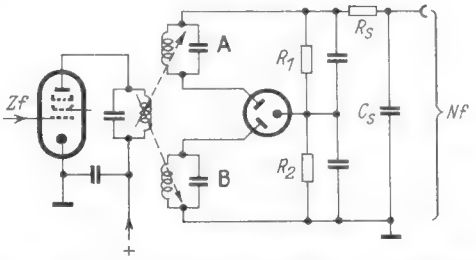

Bild 10. Induktive Ankopplung des Diskriminators an den Zf-Verstärker über einen Primärkreis
b) über einen Primärkreis $L_0 C_0$ erfolgen, der an der Anode der letzten Zf-Stufe liegt und auf die Trägerfrequenz abgestimmt ist. An diesen Kreis sind die beiden Diskriminatorkreise A und B induktiv angekoppelt (Bild 10). Vorteil: Einfachheit der Schaltung; Nachteil: Schwierigerer Abgleich der Kreise A und B, da sie über den Primärkreis miteinander verkoppelt sind und sich bei der Abstimmung untereinander beeinflussen.